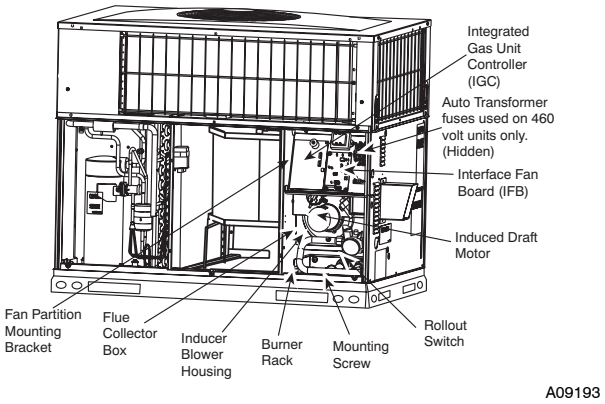

**Fig. 17 - Blower Housing and Flue Collector Box**
2. Remove the 11 screws holding the flue collector box cover (See Fig. 17) to the heat exchanger assembly. Inspect the heat exchangers.
Unit is equipped with a direct spark ignition 100 percent lockout system. Ignition module (IGC) is located in the control box (See Fig. 17). Module contains a self-diagnostic LED. During servicing, refer to label diagram or Table 5 in these instructions for LED interpretation.
5. Remove fan partition mounting bracket (2 screws located on the left side of the control compartment on the fan partition panel). Slide bracket forward, bottom first, to remove (See Fig. 17).
7. Remove the mounting screw that attaches the burner rack to the unit base (See Fig. 17).
8. Partially slide the burner rack out of the unit (see Fig. 17 and 20). Remove ignitor and sensor wires at the burner assembly. Remove rollout switch wires.
9. Slide the burner rack out of the unit (See Fig. 17 and 20).